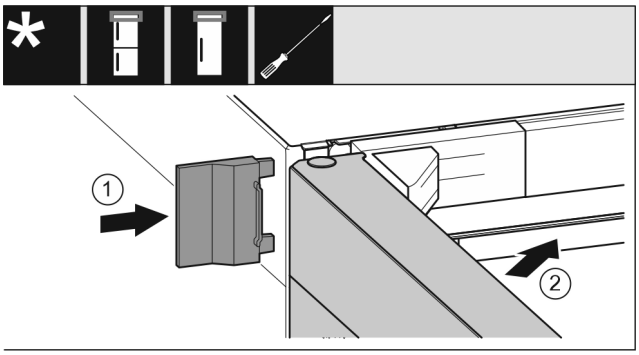

Fig. 66
▶ Vnější kryt *Fig. 66 (1)* nasuňte.
▶ Zavřete horní dveře *Fig. 66 (2)*.